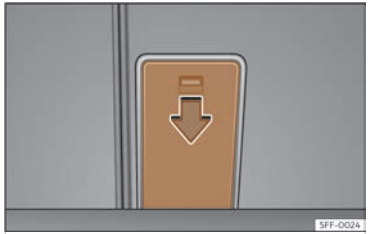

**Fig. 176** In the luggage compartment: opening the trapdoor.
**The trapdoor can also be opened from the luggage compartment. To do so, press the release lever down, in the direction of the arrow, and the cover upwards** ››› **Fig. 176.**